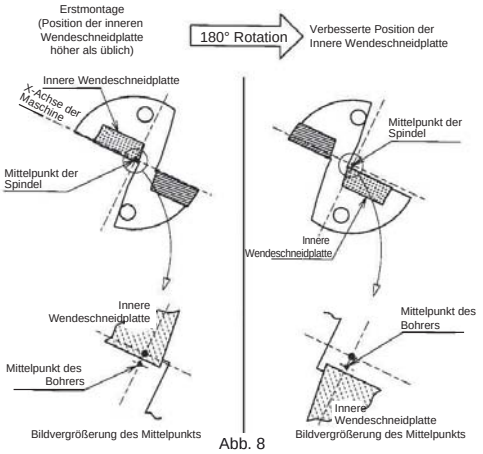

Abb. 8
① Bauen Sie den Bohrer um 180° gedreht ein. Die meisten Probleme sind mit dieser Methode bereits behoben. (Abb. 8)